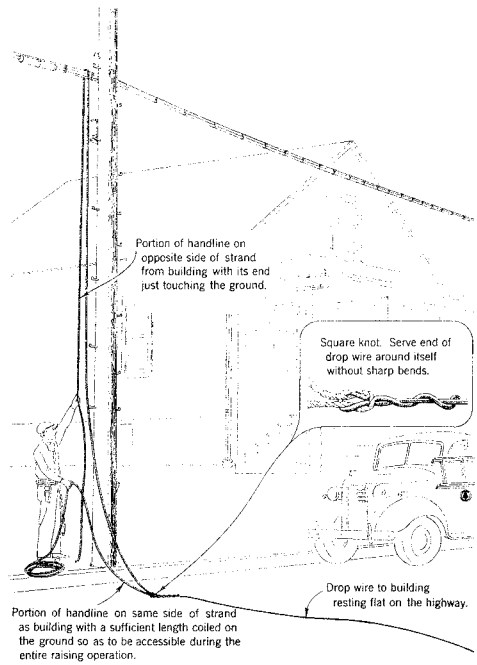

Fig. 3 — Raising the Drop Wire
(1) After the wire has been repaired, lay it along the ground between the building and the building side of the highway and coil the remaining length of wire.
(2) When no traffic is approaching, carry the coil across the street or highway to the previously placed handline, paying out the wire so that it rests flat on the ground. If a metal or hard rubber-tired vehicle passes over the wire, pull the wire back to the building side of the highway. Inspect the wire for possible injury and replace any portions that are found to be damaged.
(3) Tie the end of the drop wire to the handline as shown in Fig. 3 at a point in that portion of the handline toward the building which will permit the employee to have access to both ends of the handline from his position on the ground during the entire raising operation.